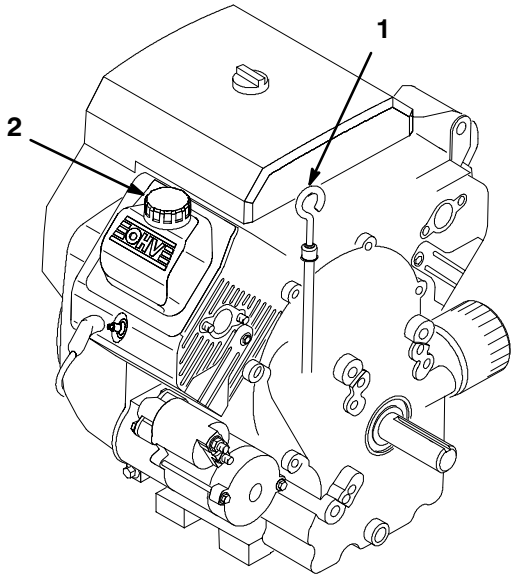

Figure 4
3. Clean around the oil dipstick (Fig. 4) so dirt cannot fall into the dipstick tube and damage the engine.
5. Slide the oil dipstick fully into the dipstick tube (Fig. 4). Pull the dipstick out and look at the metal end. If the oil level is low, add oil; refer to Engine Oil, page 27.